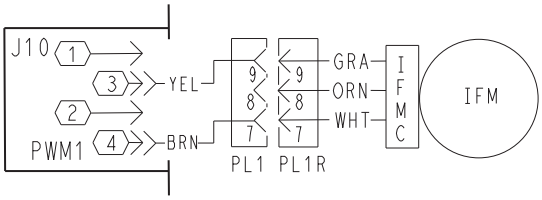

Fig. 8 — Supply Fan Control Wiring Diagram
8. Check for proper motor control voltage signal of 9.7 vdc to 10.3 vdc IFM on Unit Control Board (UCB) (see Fig. 8).